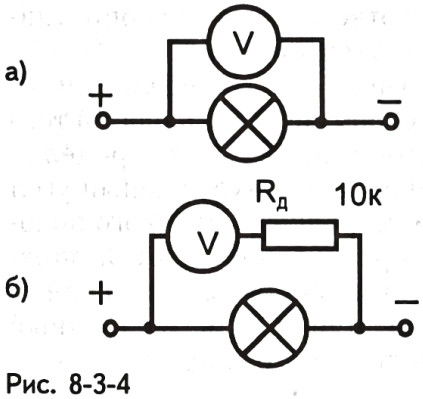

Рис. 8-3-4
1. Измерьте напряжение U на лампе (рис. 8-3-4, а).
2. Определите показание вольтметра U_B с добавочным резистором $R_Д$ (рис. 8-3-4, б).